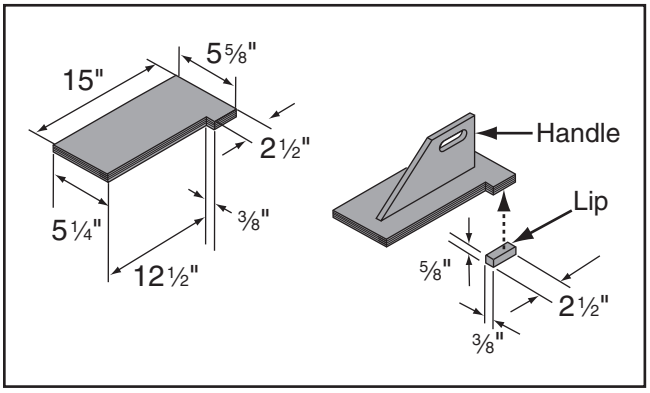

Figure 90. Push block dimensions and construction.
3. Using the ¾" material you used in the previous steps, cut out pieces for the push block per the dimensions shown in **Figure 90**; for the handle, cut a piece 10" long by 5"–9" high and shape it as desired to fit your hand.